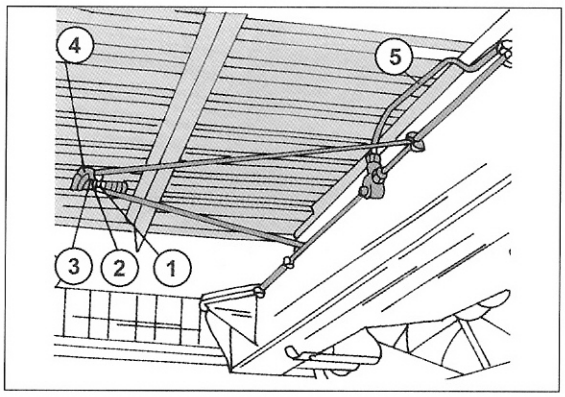

Bild 258
- Die folgenden Arbeiten unter Bezug auf Bild 258 beim Abschließen des Handbremsseils durchführen. Die Kontermutter (1) und die Mutter (2) am Handbremsseilausgleichshebel lösen, eine eingesetzte Distanzhülse (3) entfernen und den Ausgleichshebel (4) vom Seil abziehen. Auf der anderen Seite den Bremsschlauch (5) an der Leitungsverbindung trennen. Leitung vom Clip am Querträger frei machen. Offene Anschlüsse in geeigneter Weise verschließen, um Eindringen von Schmutz zu vermeiden.